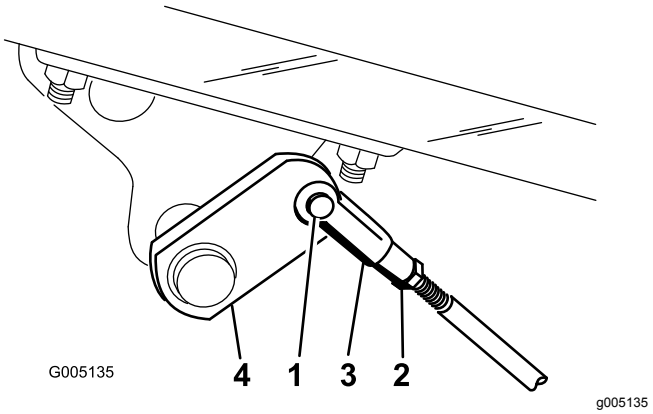

Figur 50
A. Afmonter bremsestængerne ved at fjerne låseclipsen og gaffelbolten (Figur 50).
B. Løsn kontramøtrikken, og juster gaffelstykket tilsvarende (Figur 50).
C. Monter gaffelstykket på bremseakslen (Figur 50).